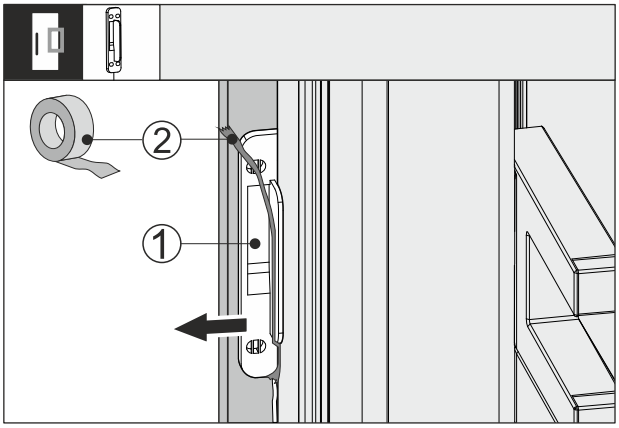

Fig. 64
▶ Remove the adhesive tape *Fig. 64 (2)* from the knocking sensor *Fig. 64 (1)*.